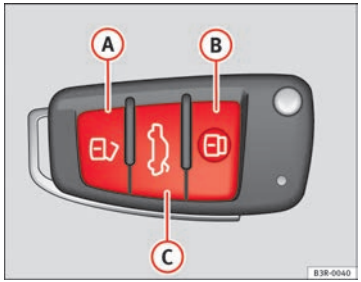

Abb. 77 Funkschlüssel: Tastenbelegung
– Drücken Sie die Taste (A) ⇒ Abb. 77 etwa 1 Sekunde lang.